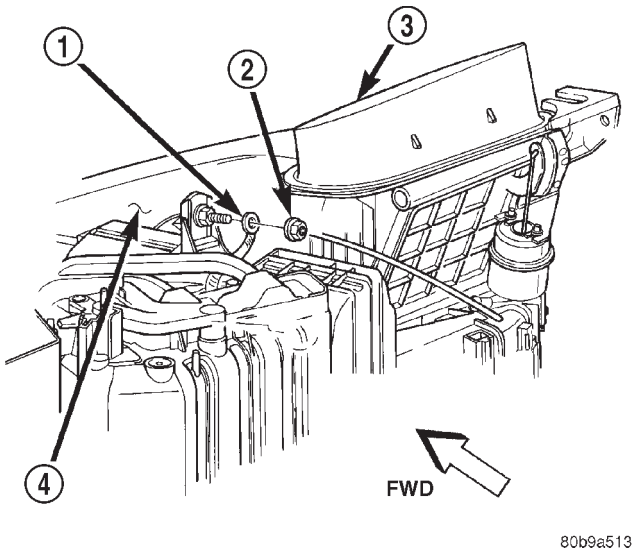

Fig. 14 Heater Core Ground Strap Remove/Install
(1) Disconnect and isolate the battery negative cable.
(2) Remove the glove box from the instrument panel. Refer to Body, Instrument Panel for the procedures.
(3) Reach through the instrument panel glove box opening to access and remove the nut that secures the heater core ground strap eyelet to the stud on the dash panel (Fig. 14).
(4) Remove the heater core ground strap eyelet from the stud on the dash panel.